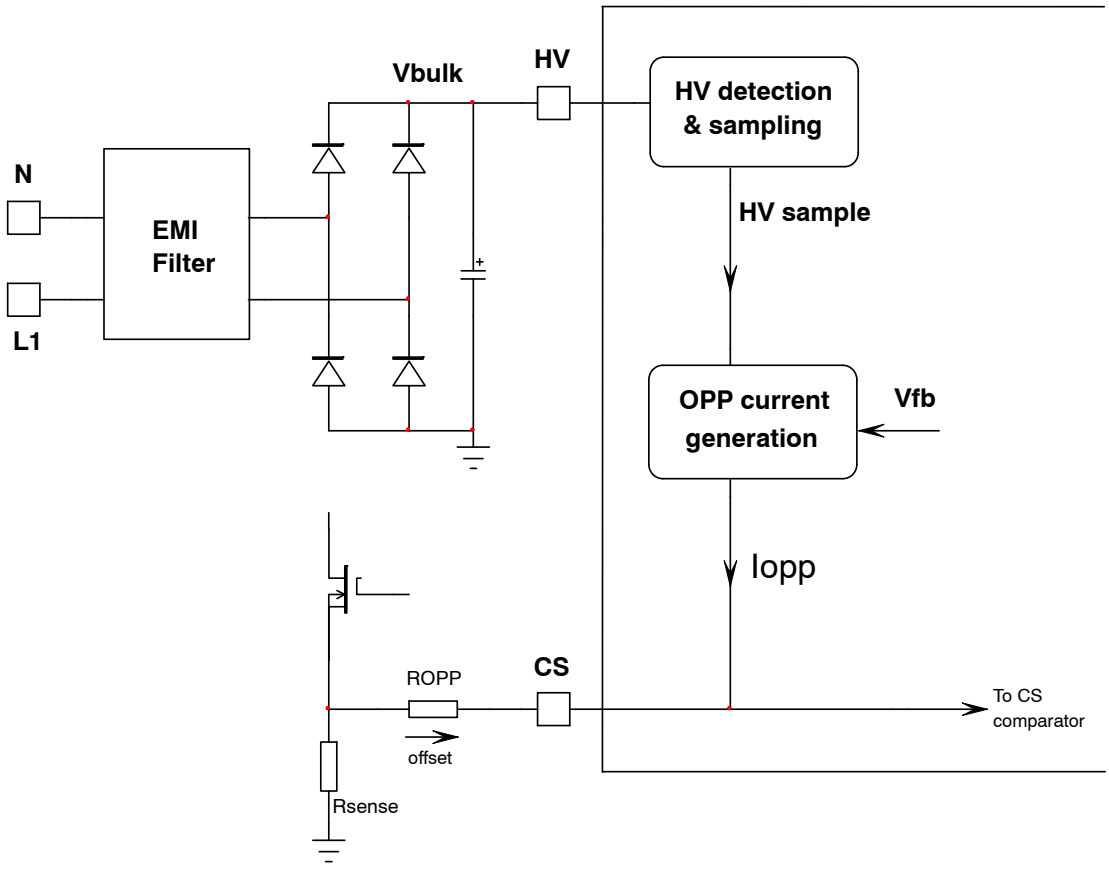

Figure 37. Over Power Protection is Provided via the Bulk Voltage Present on HV Pin
Over Power Protection (OPP) is a known means to limit the output power runaway at high mains. Several elements such as propagation delays and operating mode explain why a converter operated at high line delivers more power than at low line. NCP1239 senses the input voltage via HV pin. This line voltage is transformed into a current information further applied to the current sense pin (CS). A resistor placed in series from the sense resistor to the CS pin will create an offset voltage proportional to the input voltage variation. An added current sink will ensure a zero OPP current at low line (125 V dc), leaving the converter power capability intact in the lowest operating voltage. Figure 37 presents the internal simplified architecture of this OPP circuitry.